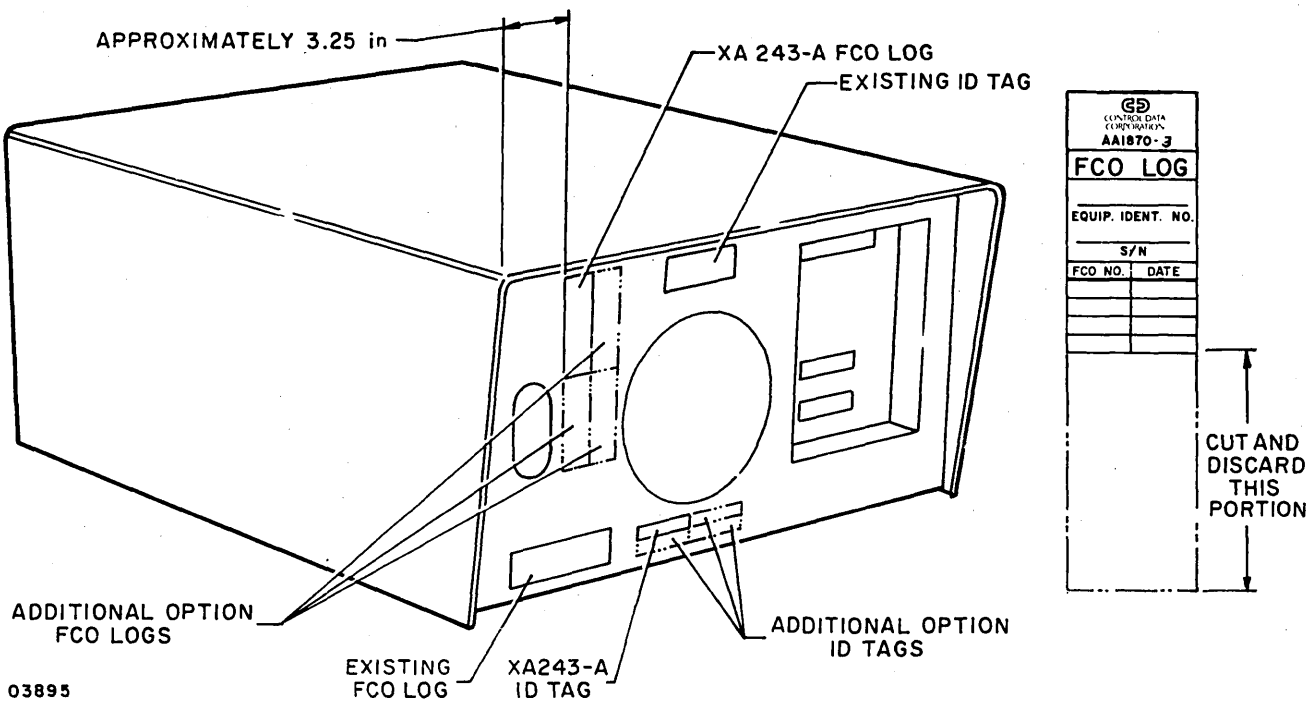

Figure 3-4. RAM Option FCO Log and ID Tag Placement
Cover unused voltage designation on ID plate (figure 3-4) with black tape.
5. Afix FCO log and equipment identification tag to rear of unit as shown in figure 3-4.